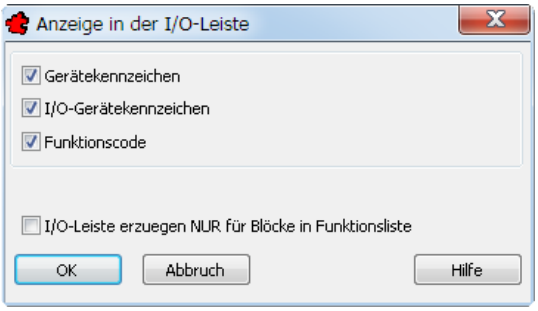

Bild 34.3 – Konfiguration der I/O-Leiste für alle Geräte
- Das Dialogfeld *Anzeige in der I/O-Leiste* sieht etwas anders aus als dasjenige für Einzelgeräte – Sie können hier keine Positionierung vorgeben, sondern nur die Informationen, die in der Leiste erscheinen sollen. Sie können jedoch zusätzlich bestimmen, dass nur diejenigen Geräte angezeigt werden, die auch in der Funktionsliste erscheinen (Abb. 34.3).